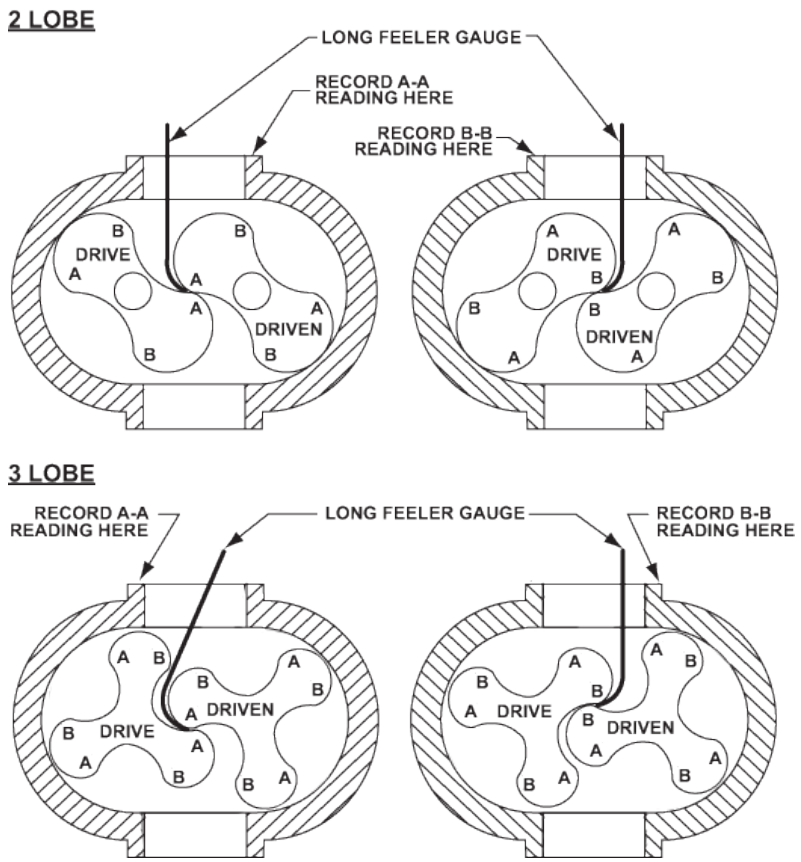

Figure 8-15 – Checking Rotor Interlobe Clearances
1. Use feeler gauges to take interlobe readings, and record them on each side of housing as indicated in ***Figure 8-15***. As shim is removed or added behind the helical gear, the gear rotates as it is moved in or out and the driven rotor turns with it, thus changing the clearance between rotor lobes.
*EXAMPLE:* Referring to ***Figure 8-15***, check the clearance at AA (right-hand reading) and BB (left-hand reading). If the AA reading is 0.009 in. (0.23 mm) and the BB reading 0.003 in. (0.08 mm), adjust by removing 0.006 in. (0.15 mm) shims from the driven rotor. The readings will change one half the amount removed: 0.003 in. (0.08 mm). AA should then read 0.006 in. (0.15 mm) and BB should read 0.006 in. (0.15 mm). The final readings should be within 0.002 in. (0.05 mm) of each other.